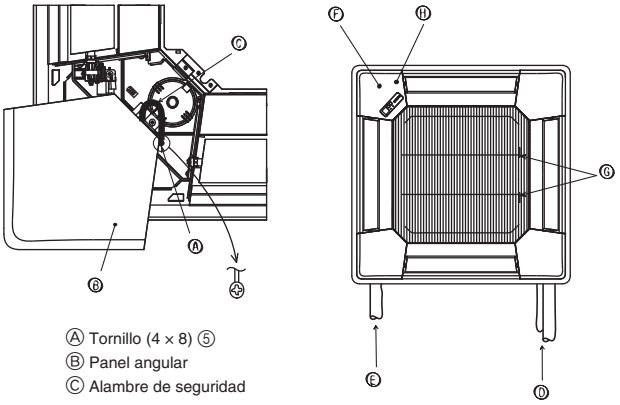

Fig. 9-10
9.7. Instalación de la rejilla de admisión (Fig. 9-10)